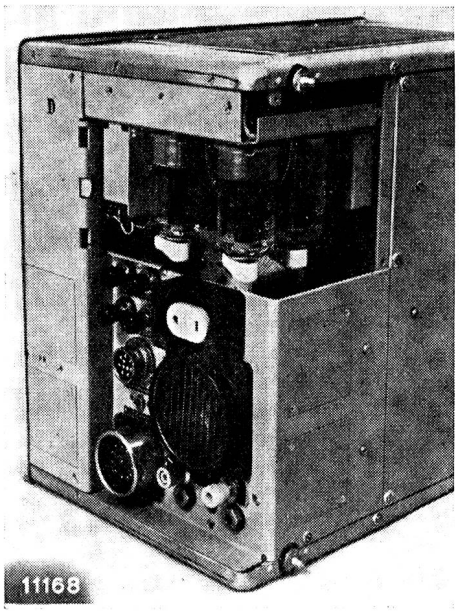

Fig. 37
7.2.1. L'échange des tubes. Pour l'échange des tubes, retirer l'appareil de son boîtier après avoir dévissé les 4 vis sur le panneau arrière. Enlever ensuite la paroi arrière du châssis D ou les autres châssis (fig. 37).